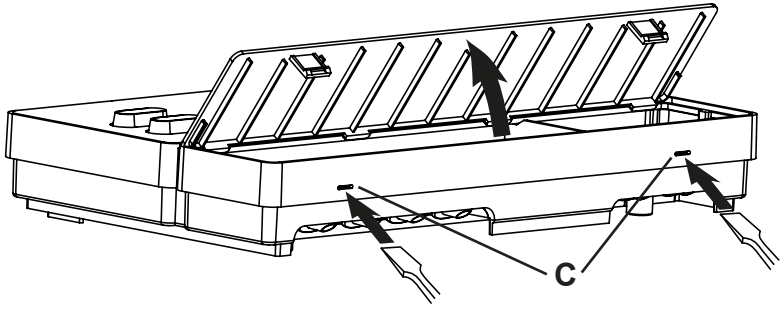

Fig. 3 Rimozione del coperchio dell'alloggiamento
2. Utilizzando un cacciavite, premere leggermente le chiusure a scatto **C** e rimuovere il coperchio dell'alloggiamento (vedi **Fig. 3**).